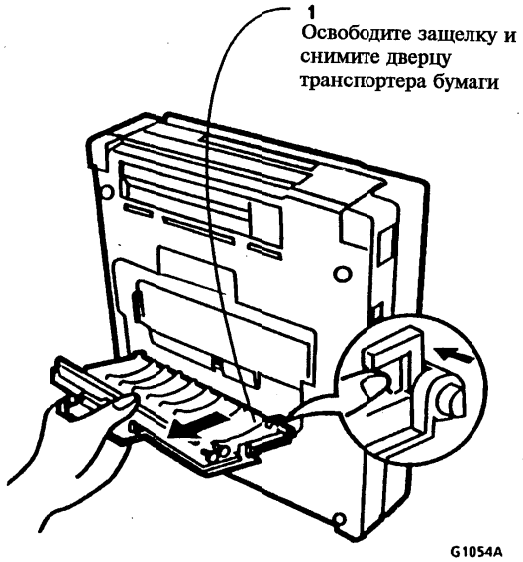

Рисунок 2. Снятие дверцы транспортера бумаги
2. (Рисунок 2): Снимите дверцу транспортера бумаги.